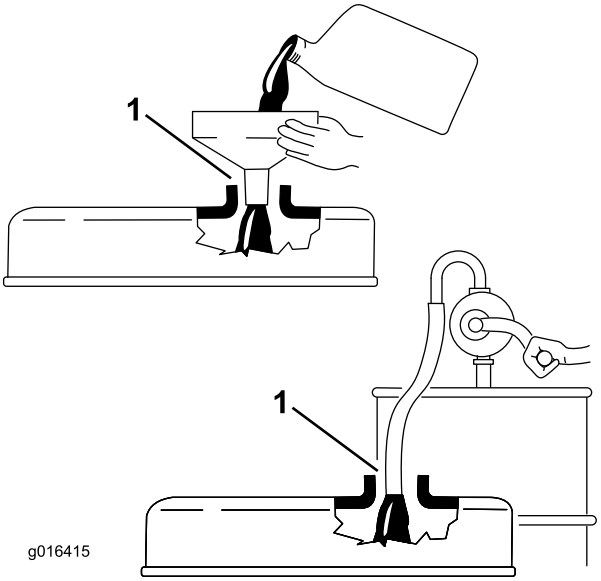

**Figur 21**
**Vigtigt: Sørg for, at målepinden er fjernet, når der fyldes olie på motoren. Når der tilsættes motorolie eller fyldes olie på, *skal der være* afstand mellem oliepåfyldningsenheden og påfyldningshullet i ventildækslet som vist i Figur 21. Denne afstand er nødvendig af hensyn til udluftning under påfyldningen, hvilket forhindrer olie i at løbe over og ned i ånderøret.**